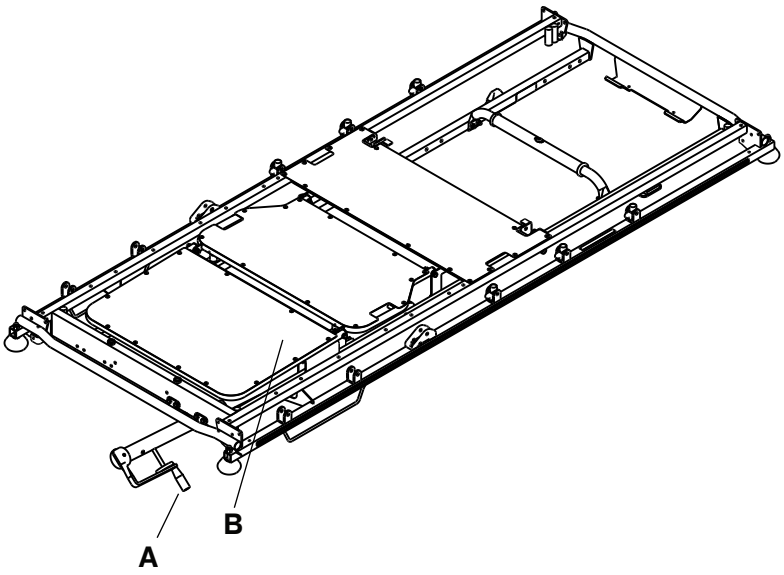

Figura 6 – Plataforma articulada para os joelhos e pega de manivela
Para elevar a plataforma articulada para os joelhos (B), rode a pega de manivela (A) no sentido dos ponteiros do relógio (Figura 6).